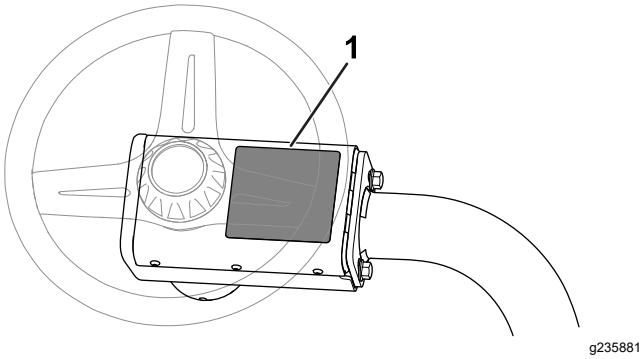

Figur 13
- Fäst CE-varningsdekalen (artikelnr 136-8505) ovanpå den befintliga varningsdekalen (artikelnr 136-8506) Se Figur 13.